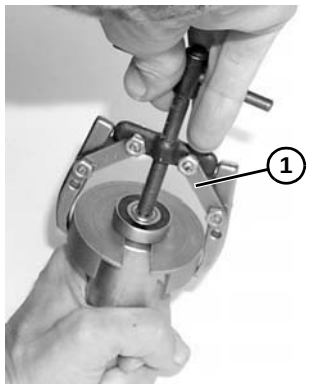

Abbildung 78
2. Mithilfe des Ausziehwerkzeugs Teilenr. 807–1716 **(Abbildung 78, Teil 1)** das Lager ausbauen und entsorgen.